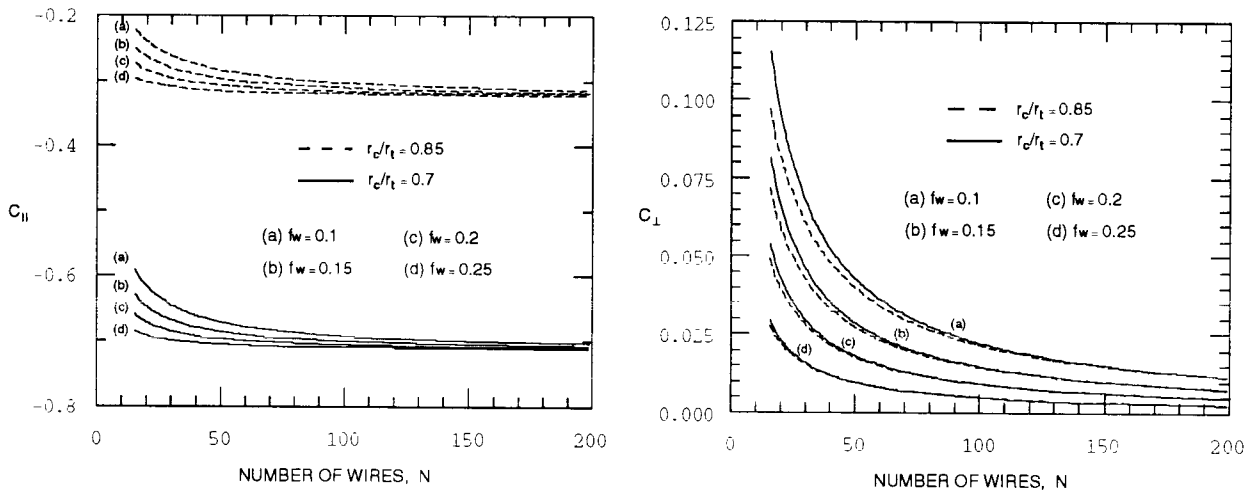

Figure 6: Longitudinal and transverse impedances of rf cage for various ratios of cage to tube radius as function of number of wires N.
- Fig.6 shows impedances as function of number of wires for constant filling factor, i.e. decreasing wire diameter.